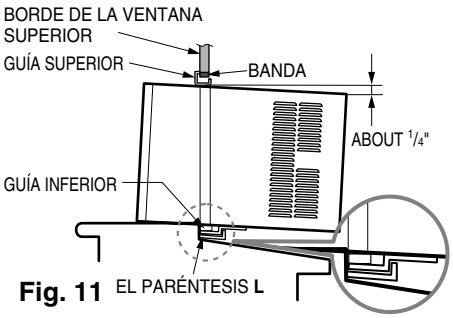

Fig. 11
b.Mientras mantiene el aire acondicionado en posición, cuidadosamente baje el borde de la ventana superior hasta la guía superior del aire acondicionado, como en la Fig.11.